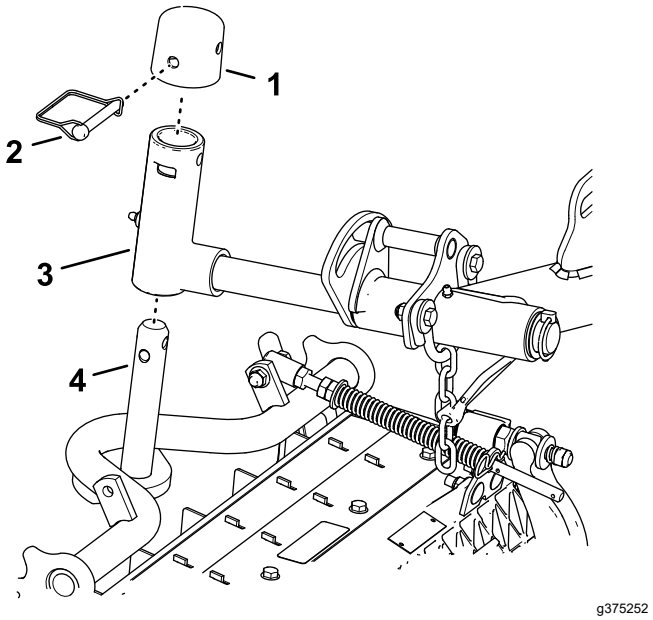

Figuur 24
1. Schuif een maai-eenheid onder de hefarm (Figuur 24).
Het draaipunt van de maai-eenheid vergrendelen om zijdelings op een helling te maaien - Vergrendel de draaipunten van de maai-eenheid om te voorkomen dat de maai-eenheden naar beneden draaien wanneer u op een helling maait. Gebruik de opening in de scharnieras van de hefarm (Figuur 24) om de maai-eenheid te vergrendelen. Gebruik de sleuf voor een sturende maai-eenheid.